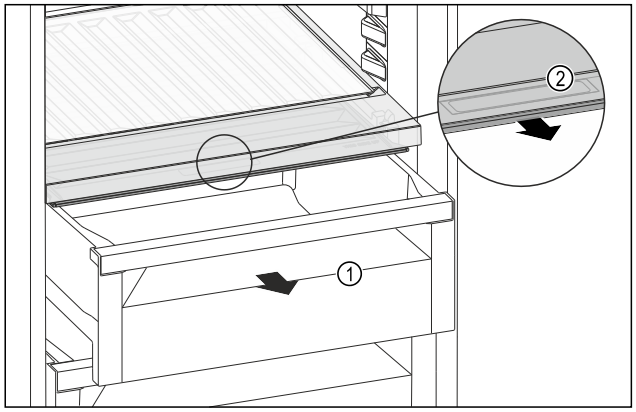

Fig. 120
▶ Schuifvak *Fig. 120 (1)* uittrekken.
▶ Greeplijst *Fig. 120 (2)* op het vakdeksel vastpakken en het vakdeksel gelijktijdig naar voren trekken.